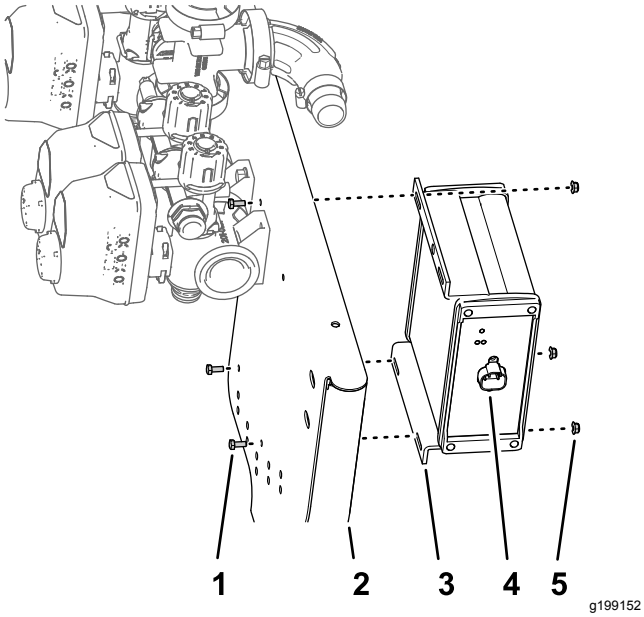

Figur 96
1. Innrett ASC 10-sprederkontrolleren mot forsiden av ventilfestet med kontakten med fire pinner vendt utover (Figur 96).
2. Monter sprederkontrolleren til ventilfestet (Figur 96) med fire bolter (3 x 10 mm) og fire flenslåsemuttere (3 mm).